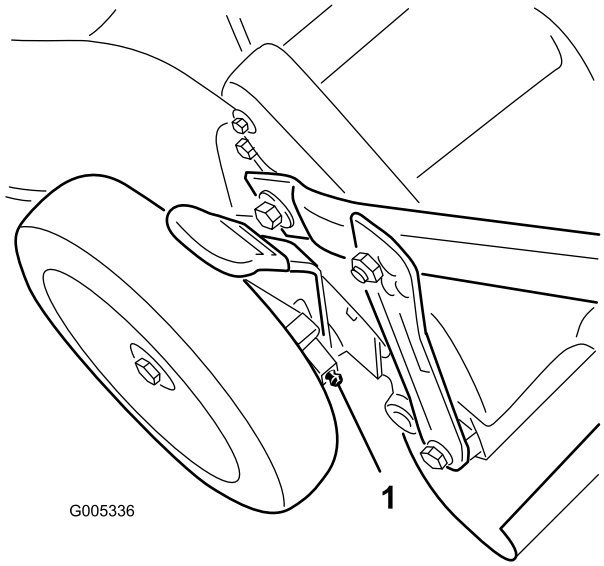

Figura 24
1. Con un cencio pulito tergete i raccordi d'ingrassaggio, situati appena all'interno delle ruote posteriori (Figura 24).